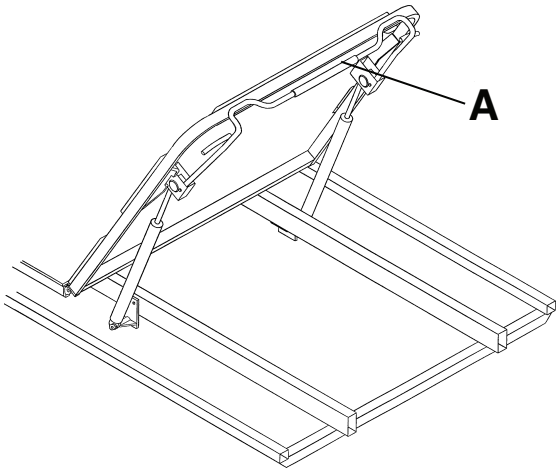

Figura 5 – Cabeceira de Fowler pneumática
Para elevar a cabeceira de Fowler, aperte a pega de libertação vermelha da cabeceira de Fowler (A) e puxe a cabeceira de Fowler para cima até à posição desejada (Figura 5).